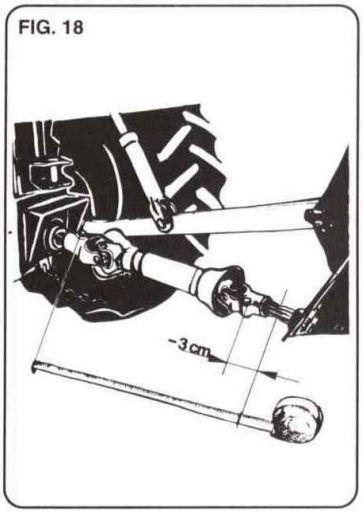

FIG. 18
d) Länge der Zapfwelle kontrollieren. (Abb. 18)